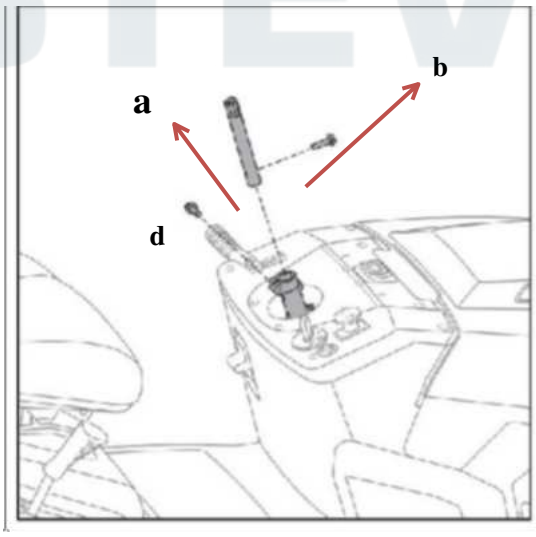

Рис.2A
1. Вставьте сварной удлинитель рулевой тяги (a) в центр фиксирующей втулки (b). Надёжно закрепите двумя шестигранными болтами с фланцем (c, M8*25 и d, M8*25) (рис. 2A).